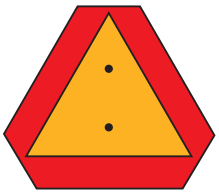

Figure 3-32: SMV Sign
- Transport during daylight hours whenever possible. Always use flashing warning lights, except where such use is prohibited by law. Make sure lights, reflectors and SMV emblem are clearly visible and operating. Remove any obstructions such as dirt, mud, stalks or residue that restricts view before transporting. **See Figure 3-32.**